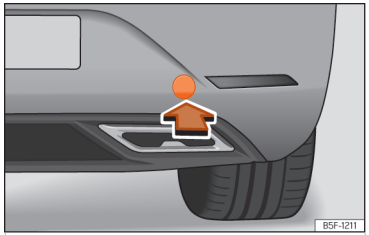

**Fig. 214** Rear bumper on right: remove the lid.
The housing of the screw towing eye is on the right side of the rear bumper behind a lid ››› Fig. 214.
- Press the lower side of the lid ››› Fig. 214 to unclip it.